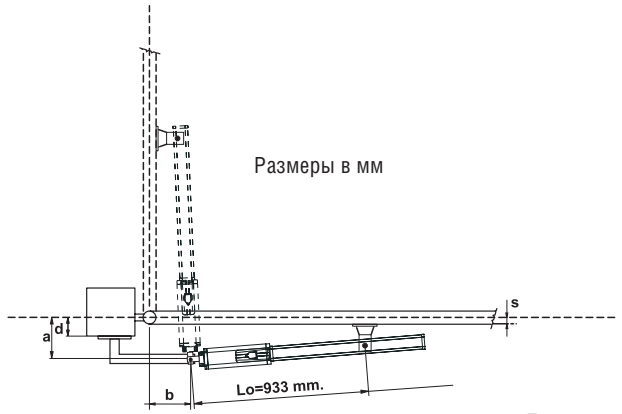

Рис. 17
9.1. ОТКРЫТИЕ НАРУЖУ ПРИ ВНУТРЕННЕМ МОНТАЖЕ ПРИВОДА (Рис. 17)